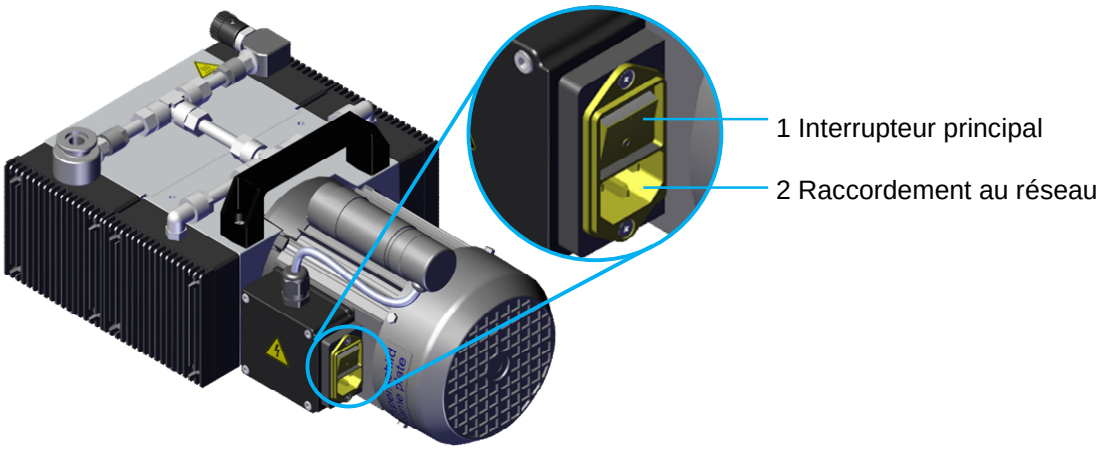

Fig. 5-1. Interrupteur principal et raccordement au réseau (vue arrière)
6	Prise d'alimentation / interrupteur marche/arrêt (voir Fig. 5-1)
L'appareil est livré avec un câble d'alimentation standard qui doit être raccordé à la prise du câble d'alimentation (Fig. 5-1/2) de l'appareil.
3. Allumez l'appareil à l'aide de l'interrupteur principal (Fig. 5-1/1).